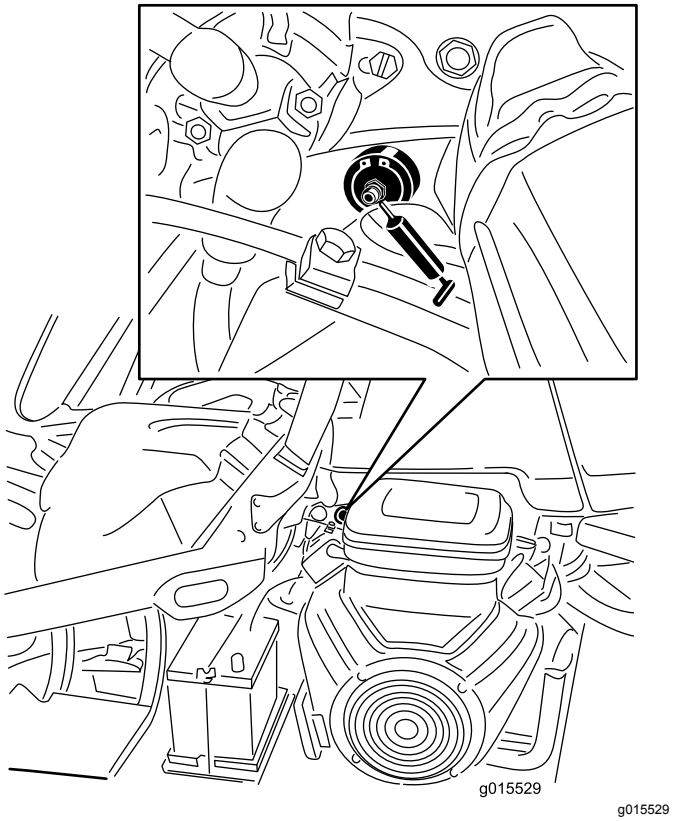

Figur 26
1. Tør smøreniplen ren, så der ikke kan komme fremmedlegemer ind i lejet eller bøsningen (Figur 26).